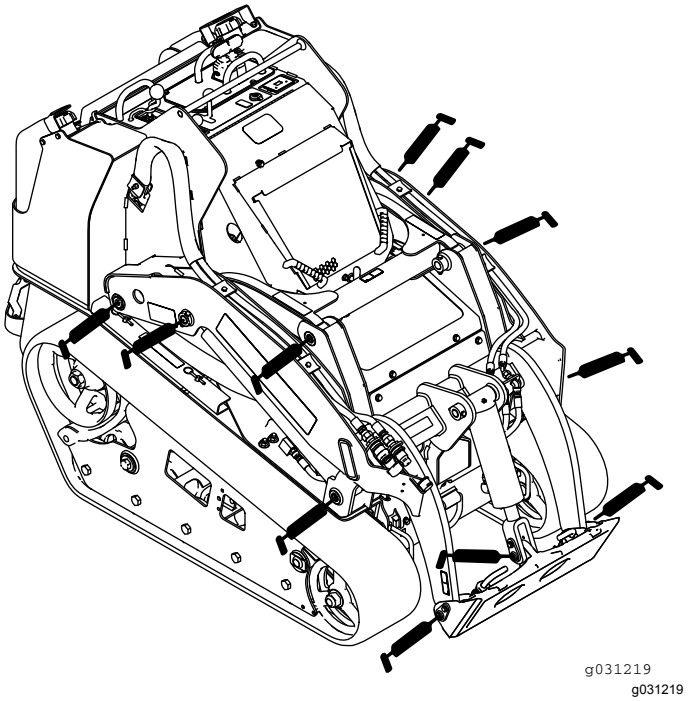
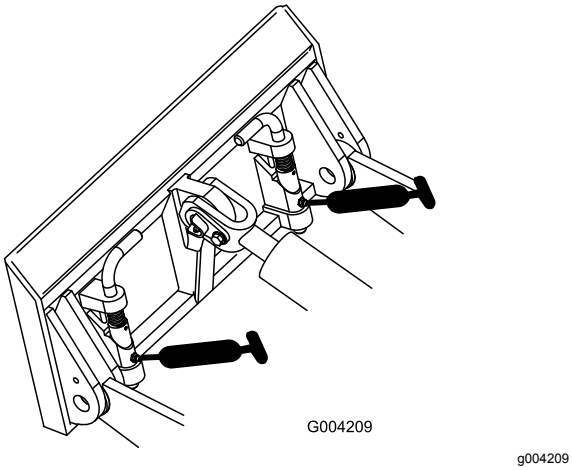
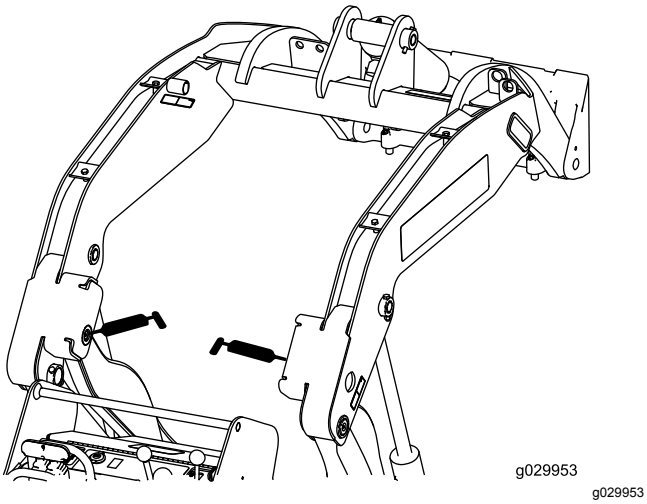

Rysunek 38
Rysunek 39
Rysunek 40
4. Podłącz smarownicę do każdej ze smarowniczek (Rysunek 38, Rysunek 39 i Rysunek 40).
Informacja: Przed wtłoczeniem smaru w smarowniczki pokazane na Rysunek 40 unieś ramiona ładowarki.